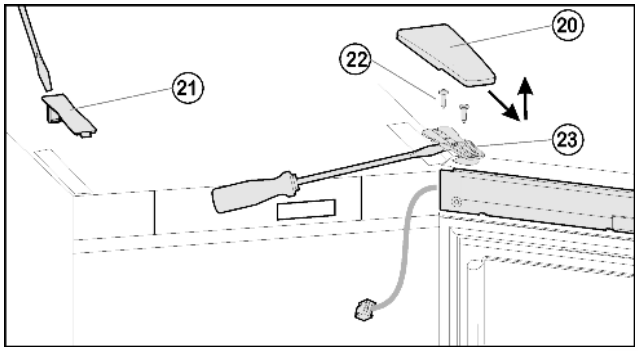
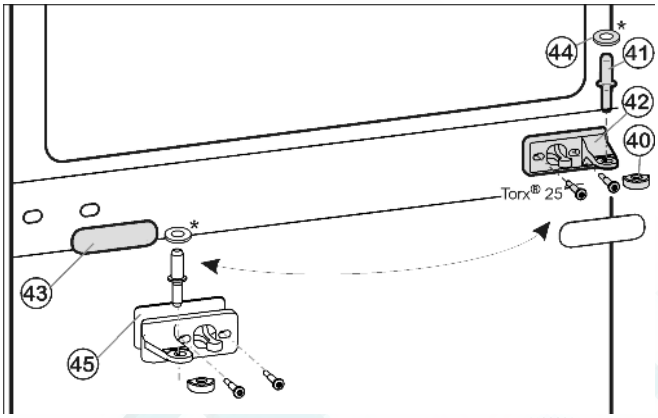
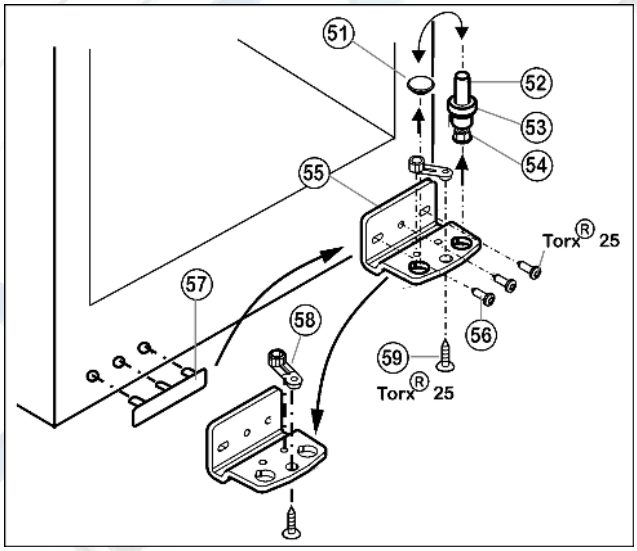

Fig. 6
Fig. 7
Fig. 8
▶ Крышку *Fig. 6 (20)* снимите движением вперед и вверх
▶ Снимите крышку *Fig. 6 (21)*.
▶ Полностью вывернитевинты *Fig. 6 (22)*.
▶ Снимите дверцу вместе с опорным кронштейном *Fig. 6 (23)* и кабелем вверх. Для снятия, возможно, понадобится осторожно подцепить опорный кронштейн снизу шлицевой отверткой.
▶ Вытащите из опорного кронштейна и нижней дверцы средний опорный палец *Fig. 7 (41)*.
▶ Снимите пластмассовый колпачок *Fig. 7 (40)*.
▶ Открутите средний опорный кронштейн *Fig. 7 (42)* (2 шт. Torx® 25).
▶ Осторожно снимите накладку *Fig. 7 (43)*.
▶ Прикрутите средний опорный кронштейн *Fig. 7 (42)* с подкладкой *Fig. 7 (45)* с поворотом на 180° на новую сторону шарнира **(с моментом 4 Нм)**.
▶ Защелкните накладку *Fig. 7 (43)*, повернув на 180 °, на стороне, где теперь будет ручка.
▶ Извлеките опорный винт *Fig. 8 (52)* в комплекте с шайбой *Fig. 8 (53)* и регулируемой опорой *Fig. 8 (54)*, вытягивая его вверх.
▶ Снимите пробку *Fig. 8 (51)*.
▶ Открутите *Fig. 8 (56)*опорный кронштейн *Fig. 8 (55)*.
▶ Открутите *Fig. 8 (59)*опорную деталь *Fig. 8 (58)* и, переставив в отверстие на противоположной стороне опорного кронштейна, снова прикрутите.
▶ Осторожно снимите и переставьте на противоположную сторону крышку со стороны ручки *Fig. 8 (57)*.
▶ Снова прикрутите опорный кронштейн *Fig. 8 (55)* на новой стороне шарнира **(с моментом 4 Нм)**. При необходимости используйте аккумуляторный шуруповерт.
▶ Переставьте пробку *Fig. 8 (51)* в свободное отверстие.
▶ Вновь установите опорный винт *Fig. 8 (52)* в комплекте с шайбой и регулируемой опорой. При этом фиксатор должен быть направлен назад.
▶ Установите дверь сверху на опорный палец *Fig. 8 (52)*.
▶ Снова наденьте пластмассовый колпачок *Fig. 7 (40)* на средний опорный кронштейн *Fig. 7 (42)*.
▶ Вставьте средний опорный палец *Fig. 7 (41)* через средний опорный кронштейн *Fig. 7 (42)* в нижнюю дверцу.
▶ Установите верхнюю дверцу на средний опорный палец *Fig. 7 (41)*, закройте дверцу и установите верхний опорный кронштейн *Fig. 6 (23)* так, чтобы он защелкнулся в верхней стороне устройства.
▶ Закрутите опорный кронштейн *Fig. 6 (23)* **(с усилием 4 Нм)**. При необходимости просверлите отверстия или используйте аккумуляторную отвертку.
▶ Защёлкните крышку *Fig. 6 (20)* и крышку *Fig. 6 (21)*.
▶ При необходимости выровняйте дверцы через два продольных паза в нижнем опорном кронштейне *Fig. 8 (55)* и среднем опорном кронштейне *Fig. 7 (42)* параллельно корпусу устройства. Для этого выкрутите средний винт на нижнем опорном кронштейне *Fig. 8 (55)*.